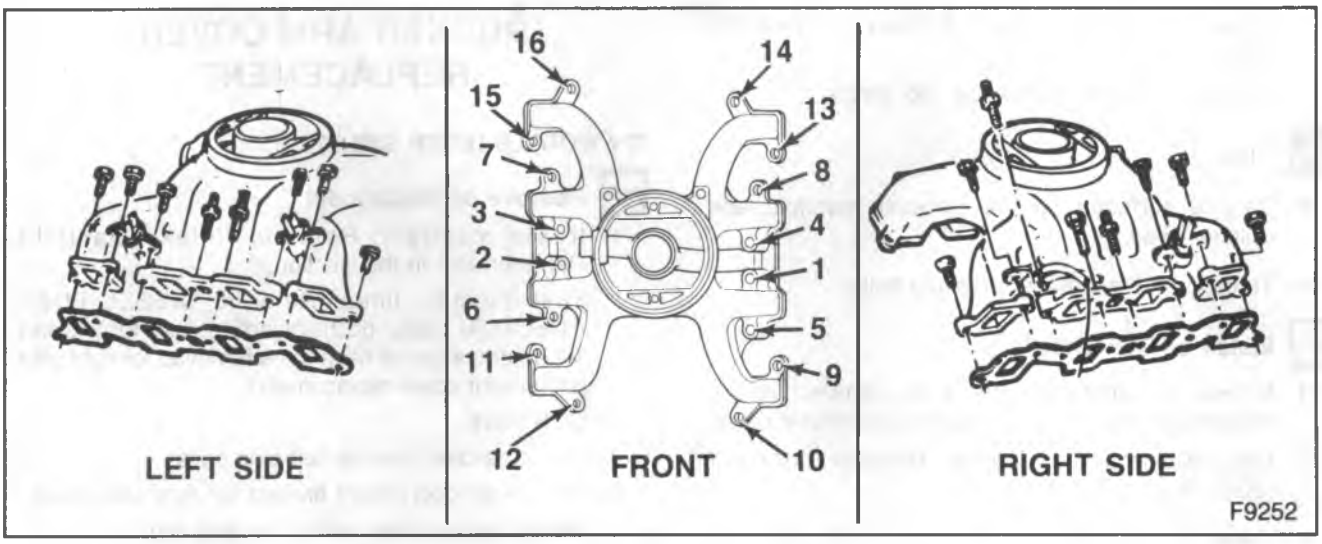

Figure 2—Intake Manifold
Remove or Disconnect (Figure 2)
- If any further service work is to be done, cover the intake ports with J 29664 (figure 2).